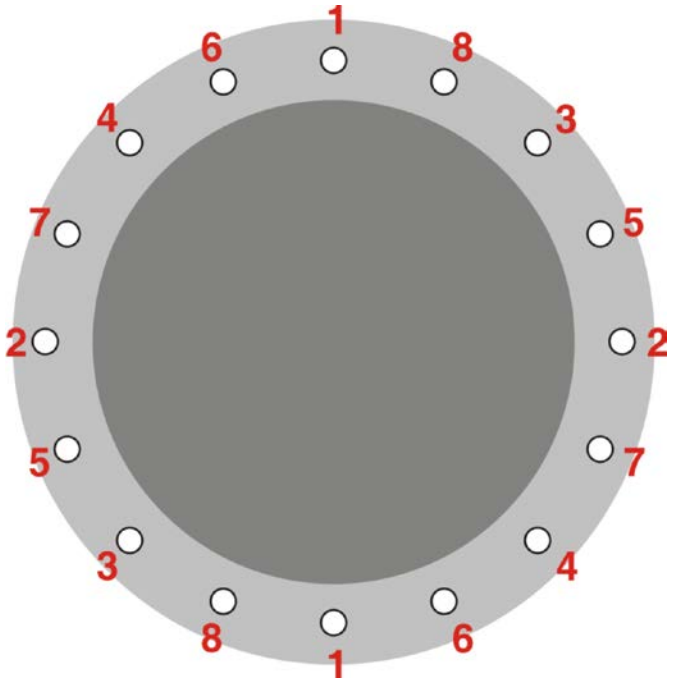

Figure 2. 十字對稱鎖法示意圖
1. 以安裝 Flange 為例，其動作要領是「十字對稱鎖法」，如 Figure 2 所示。